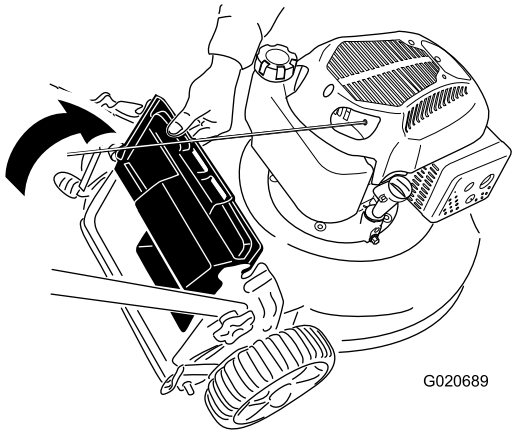

Figur 20
2. Lyft och håll upp den bakre gräsriktaren (Figur 20).